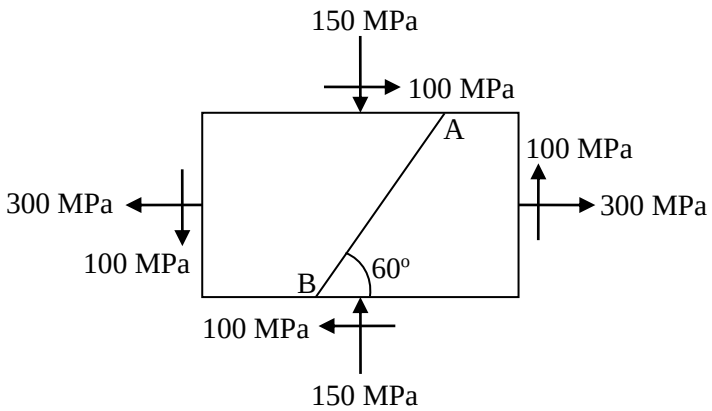

Fig. 5 Q-5(a) OR
Q.5 **(a)** For the infinitesimal element shown in the fig. 5, find the normal stress, tangential stress and resultant stress on the plane AB. **07**